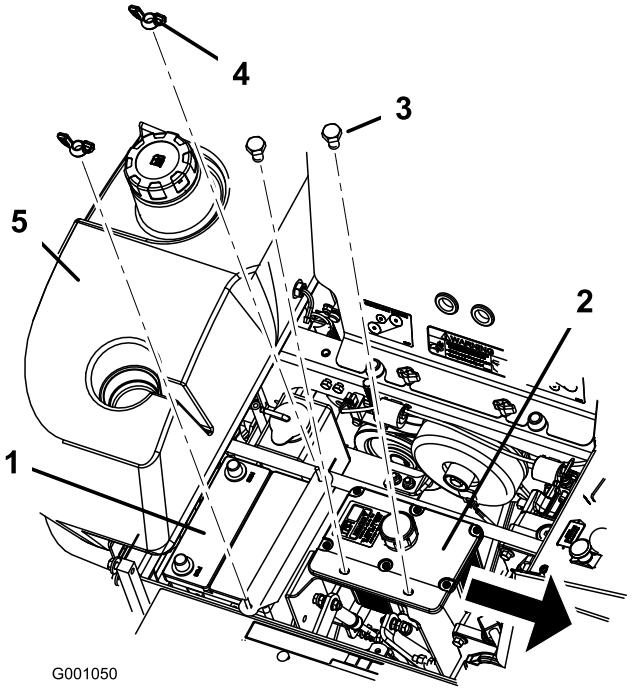

Figur 53
6. Fjern de to vingemøtrikker (1/4 tomme), som fastholder batteriets spændestykke (Figur 53).
7. Løsn de to bolte, der holder hydrauliktanken (Figur 53).
1. Placer batteriet i bakken, så polerne vender væk fra hydrauliktanken (Figur 53).
6. Fastgør batteriet med J-bolte, hold spændestykket og 2 skiver (1/4 tomme) nede og 2 vingemøtrikker (1/4 tommer) (Figur 53).